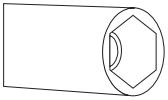

Figure 4
2.For injector change, use a screwdriver whose edge is as the Figure 4.